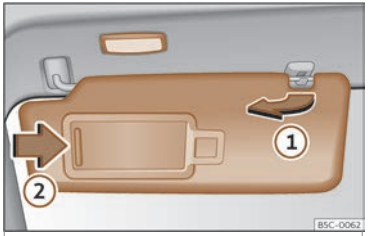

Fig. 100 Parasol.
- O parasol pode sacarse da fixación e xirarse cara á porta>>> **fig. 100** ①.